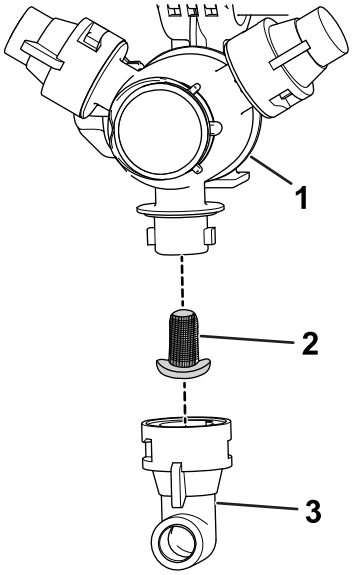

Figur 52
2. Ta bort munstycket från spruttornet (Figur 52).
3. Avlägsna munstycksfiltret (Figur 52).
5. Montera munstycksfiltret (Figur 52).
6. Montera munstycket på spruttornet (Figur 52).